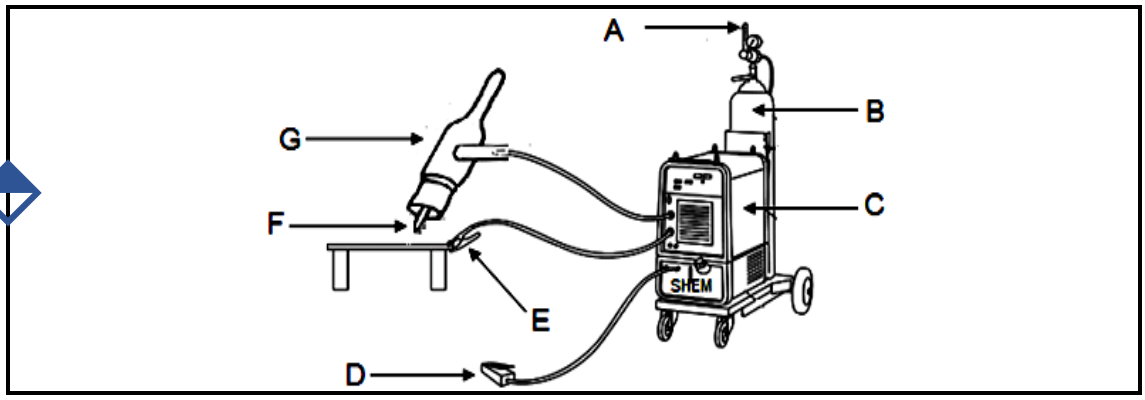

FIGURE 2 (7)
3.1 FIGURE 2 shows a gas tungsten-arc welding (GTAW) setup. Name the components indicated and write only the answer next to the letter (A–G) in the ANSWER BOOK.